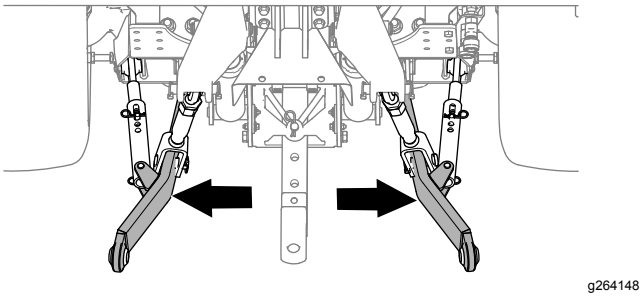

Figuur 15
2. Zet de onderste verbindingsarmen (Figuur 15) helemaal naar buiten; raadpleeg de gebruikershandleiding van de tractie-eenheid.